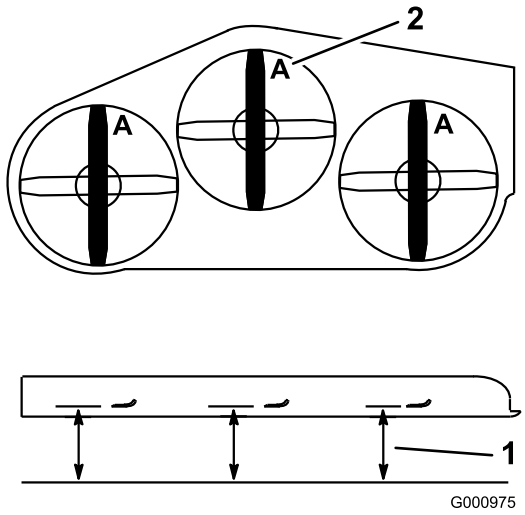

Figuur 78
3. Draai de messen totdat de uiteinden in de lengterichting liggen (Figuur 78). Meet de afstand tussen een horizontaal oppervlak en de snijrand, positie **A**, van de messen (Figuur 78). Noteer deze afstand.